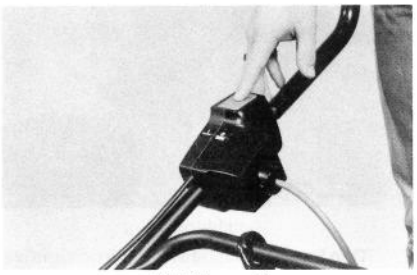

Abbildung 10
3. Den Knopf des Motorschutzschalters drücken, um den Schalter in die AN-Position zu bringen ◧. ⊛ Das Schneidwerkzeug beginnt zu rotieren, sobald der Motor anspringt (Abb. 10).